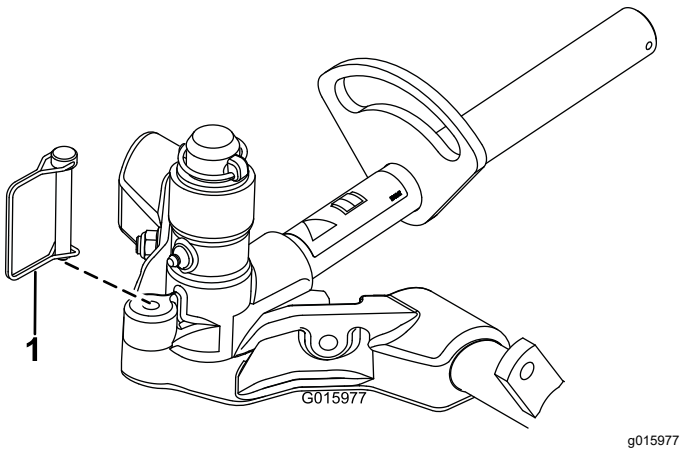

Figur 17
12. Fest dreiegaffelen til bærerammen med låsestiften (Figur 17) for å låse (feste) styringen på klippeenhetene.